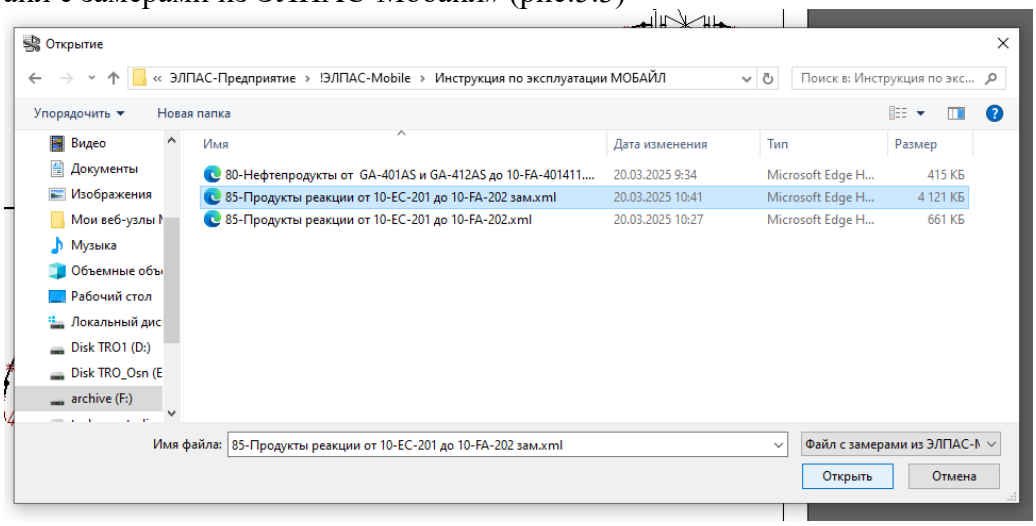

Рис. 5.3 – Диалоговое окно «Открытие» с выбранным режимом «Файл с замерами из ЭЛПАС-Мобайл»
6. В появившемся диалоговом окне «Открытие» в его левой нижней части выбрать режим «Файл с замерами из ЭЛПАС-Мобайл» (рис.5.3)